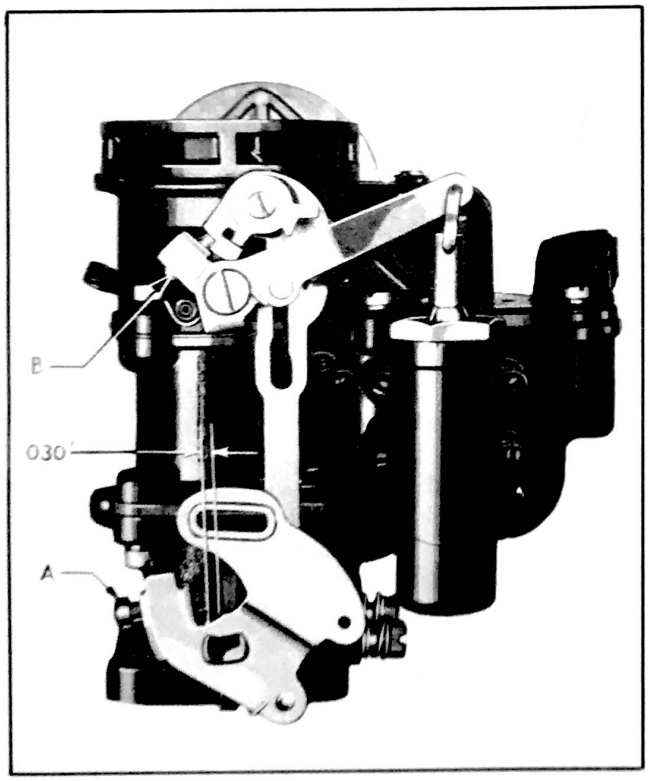

Figure 55 - Fast Idle Adjustment
FAST IDLE ADJUSTMENT - Models 11, 12, 14,15,17. Set throttle stop screw (A) Fig. 55, for normal idle.